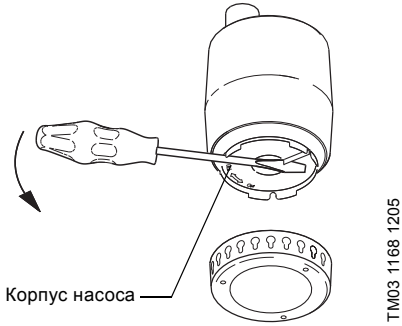

Рис. 12 Снятие корпуса насоса
3. С помощью отвертки провернуть корпус насоса против часовой стрелки примерно на 90°, смотри направление, указанное стрелкой на корпусе. Снять корпус насоса (см. рис. 12).